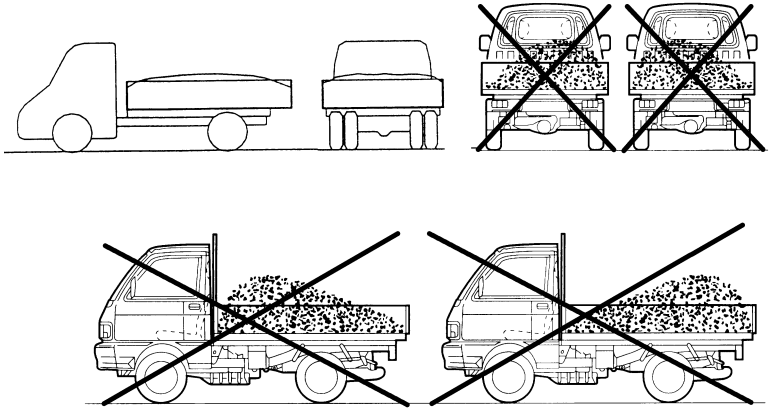

Fig.20
- Distribuire il carico in maniera uniforme sul cassone (fig. 20), se necessario accumulare il carico solo nella parte centrale, la distribuzione non uniforme del carico può provocare: